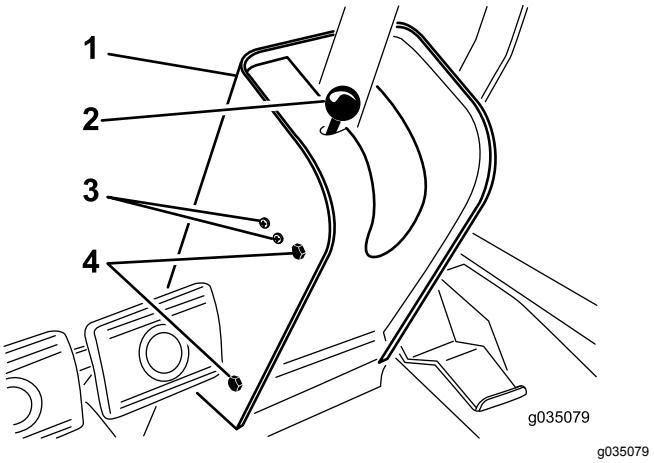

Figuur 72
2. Verwijder de knop van de parkeerremstang en de schroeven van de kap van de stuurkolom (Figuur 72).
4. Maak de schroeven en moeren los waarmee de parkeerremschakelaar is gemonteerd aan de linkerkant van de stuurkolom (Figuur 72).